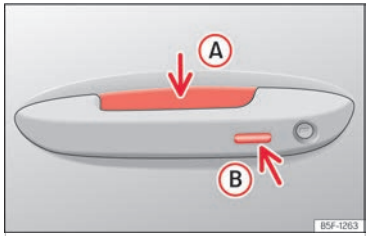

Fig. 74 Manecilla de la puerta: superficies sensoras.
- Toque la superficie del sensor situada en la parte interior de la manecilla ››› **fig. 74** Ⓐ. Todos los intermitentes parpadean *dos veces*.
- Toque la superficie sensora ››› **fig. 74** Ⓑ situada en el lado exterior de la manecilla de la puerta. Todos los intermitentes parpadean una vez.
- Antes de que transcurran 5 segundos, toque una vez el sensor del lado exterior de la manecilla de la puerta ››› **fig. 74** Ⓑ. Al hacerlo, no agarre la manecilla. El sistema Keyless Access queda desactivado temporalmente.
Para **cerrar con la función de confort** todas las ventanillas eléctricas y el techo de cristal, mantenga un dedo durante unos segundos sobre la superficie sensora de bloqueo ››› **fig. 74** Ⓑ de la manecilla de la puerta hasta que se hayan cerrado las ventanillas y el techo.